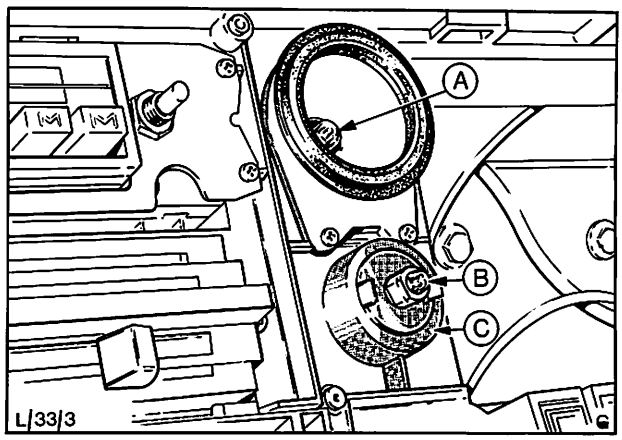

Abb. 14 A = Öldruck-Kontroll-Leuchte
4. Glühlampe mit Bajonettfassung nach rechts verdrehen und herausziehen, Abb. 14 A und 15.